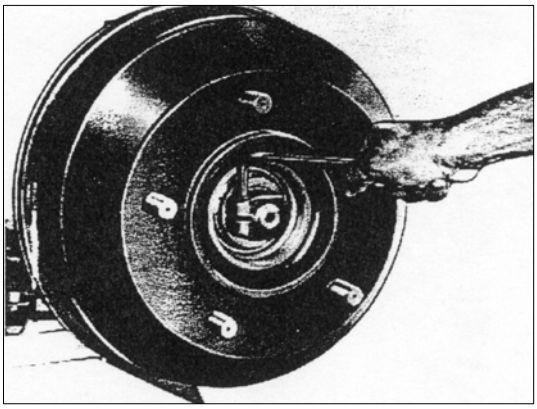

РИС. 276
2) Выкрутите стопорный болт разрезной гайки крепления ступицы переднего колеса (см. рис. 276).